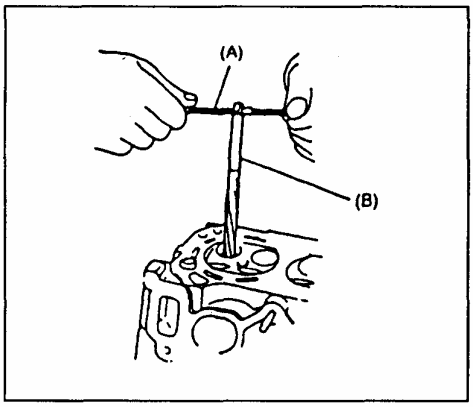

Рис. 112
3) Расточите отверстие во втулке при помощи специального инструмента (5,5 мм) и очистите его от заусенцев (Рис. 112).